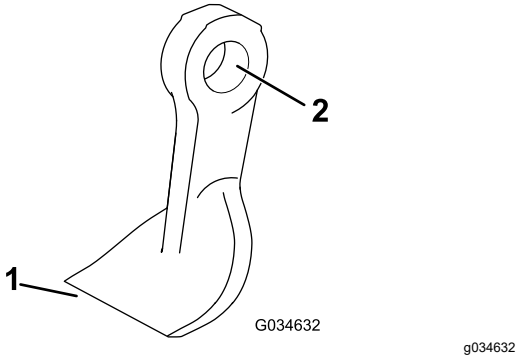

Figur 78
3. Undersøk kniven for skade, og vær spesielt oppmerksom på festene, kniveggen og monteringshullet (Figur 78). Skift alle skadde kniver og festene.